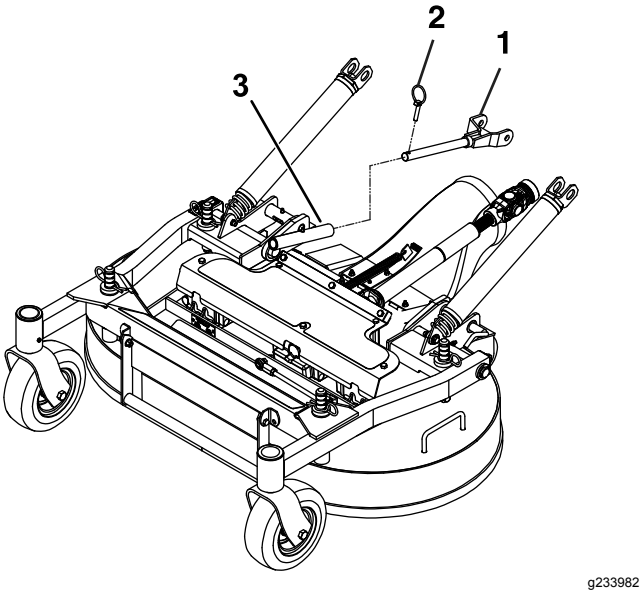

Figuur 79
7. Verwijder de borgpennen aan de voorkant van de duwarmen aan beide kanten van de machine (Figuur 79).
7. Zet de duwarmen met de borgpennen vast aan de linker- en rechterkant van de machine (Figuur 79).